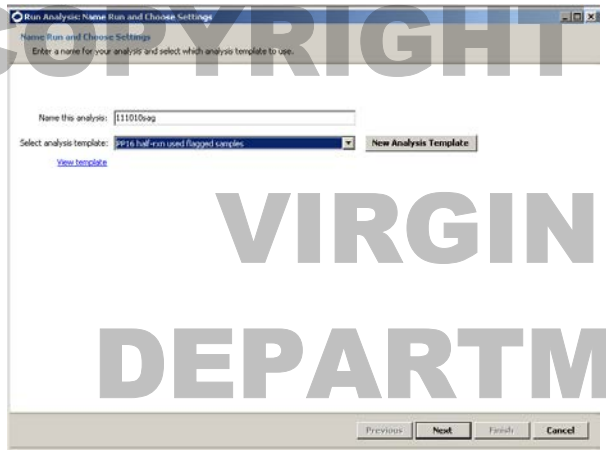

Figure 4. Entering the analysis name and selecting the analysis template.
5.4.5 Enter either admin for the username and password if a project coordinator (qualified examiner) or user for both if an FLS. The following window, shown in Figure 4, will pop up and require the user to enter the run or analysis name, which will typically be the date and the operator's initials. Select the "PP16 half rxn use flagged samples" template from the drop-down window for analysis templates.